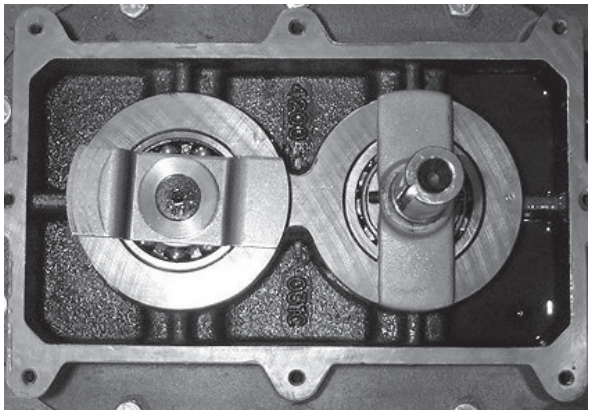

Figure 8-5 – Set Screws for Slingers
11. Loosen the set screws on the oil slingers and remove the oil slingers from the rotor shafts (see ***Figure 8-5***).